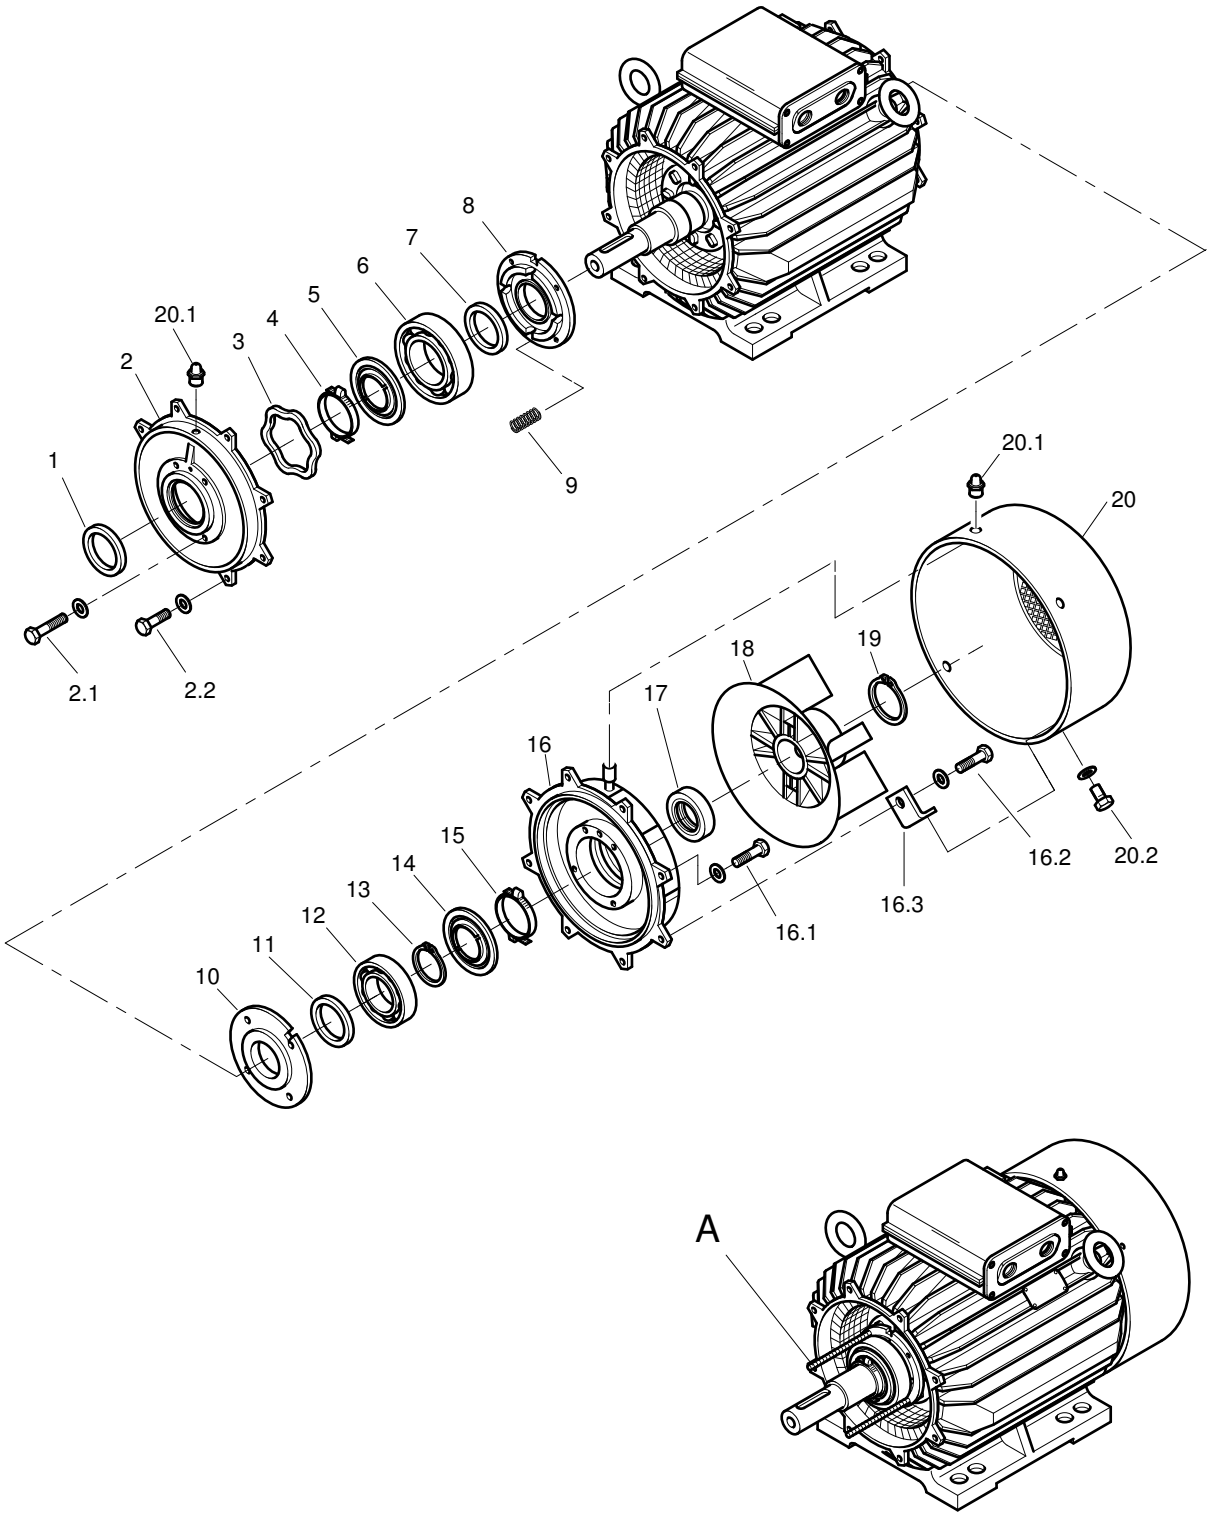

Bild 13: Lagerwechsel AH180 bis AH315
5.5.2 Montage bei antriebs- und gegenseitigem Rillenkugellager(→ Bild 13) (Für antriebsseitiges Zylinderrollenlager, siehe 5.5.4)